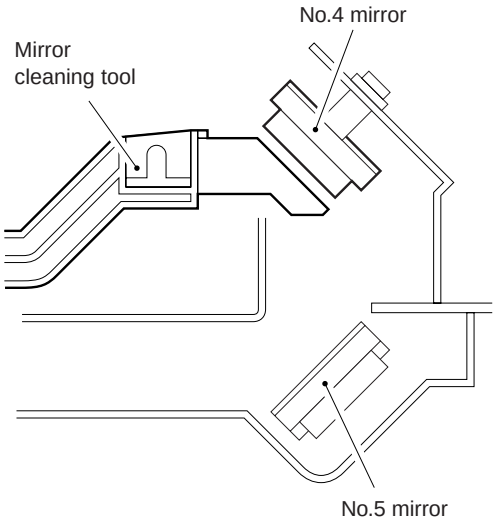

Figure 3-410
2) Detach the lens cover, and insert the mirror cleaning tool as shown in Figure 3-410.